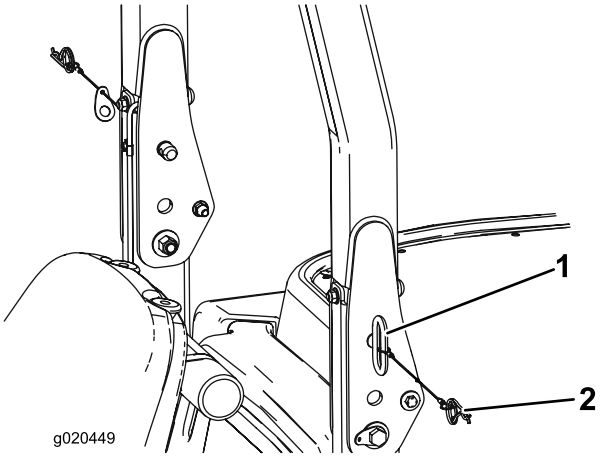

Figur 32
1. För att sänka ned störtbågen tar du ur hårnålssprintarna och de två tapparna (Figur 32).